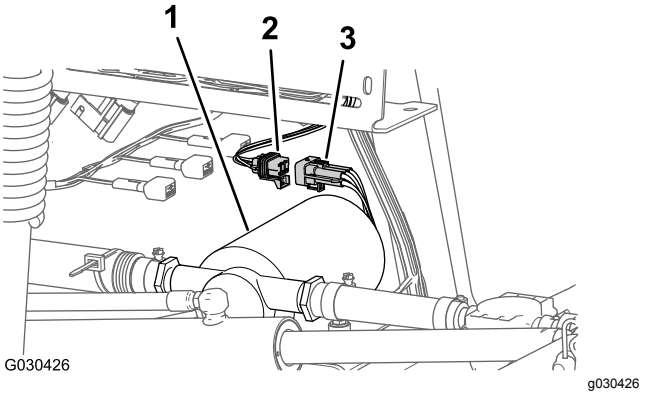

Figur 14
2. Koble kontakten med seks pinner i ledningssatsen for skyllepumpen fra kontakten med seks sokler i den bakre hovedledningssatsen (Figur 14).